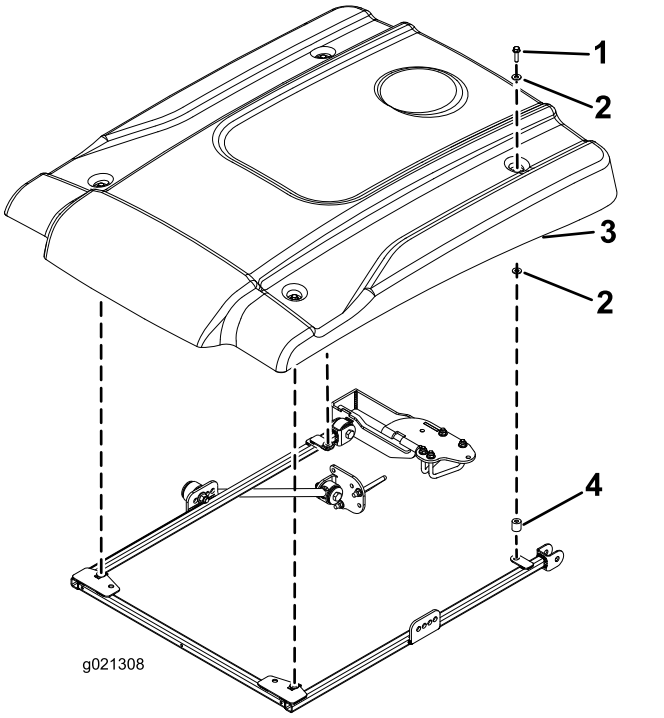

Figur 23
16. Sätt solskärmen på ramen i enlighet med Figur 23 och rikta samtidigt in monteringshålen.
17. Montera solskärmens hörn löst på ramen med en flänsskruv (5/16 × 2¼"), två små brickor och en distansbricka (Figur 23). Placera en bricka på var sida om solskärmens gummihylsa. Placera distansbrickan mellan den nedre lilla brickan och ramen.